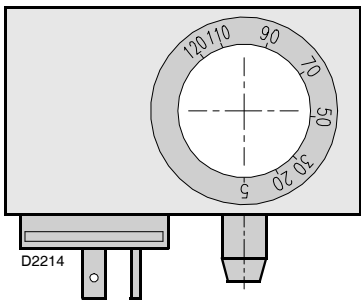

图 17
- 调节燃气阀组上的最小燃气压力开关 (图 17) 至量程的起始位置；